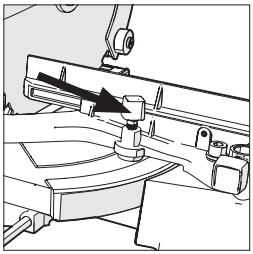

Рис. 20
- Ослабьте винт фиксации угла поворота стола **(Рис. 20)**; для этого вращайте его против часовой стрелки.